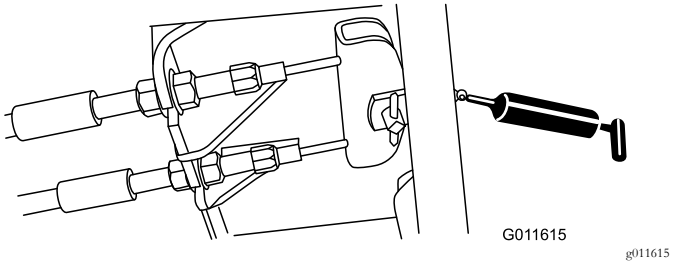

**Figura 36**
- Pedale del freno (1)—Figura 36